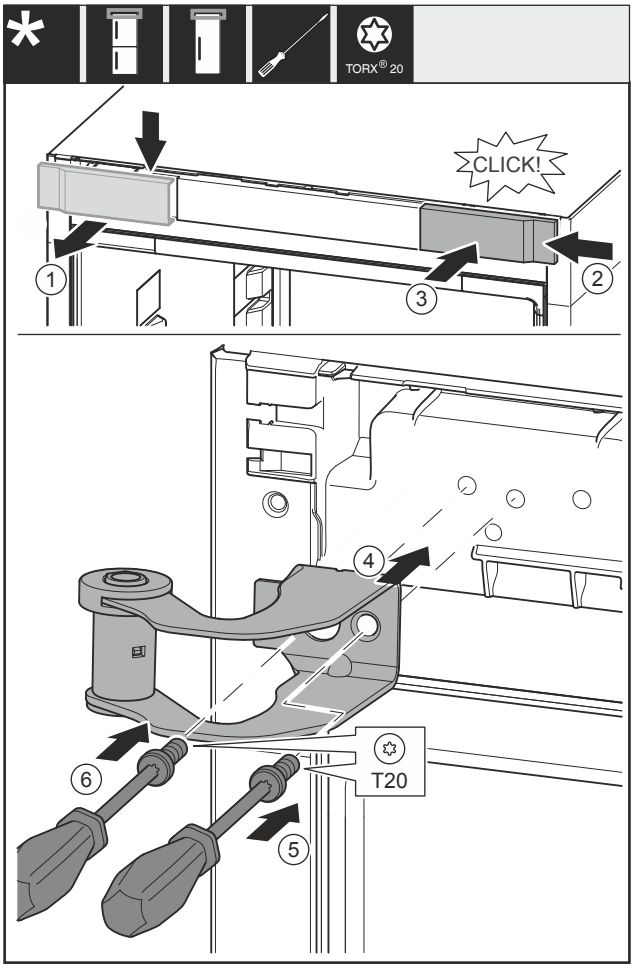

Fig. 12
- ▶ Retire la cubierta *Fig. 12 (1)* de arriba hacia delante.
- ▶ Gire la cubierta *Fig. 12 (2)* 180° y engánchela por el otro lado de la derecha.
- ▶ Encaje la cubierta *Fig. 12 (3)*.
- ▶ Coloque el caballete superior *Fig. 12 (4)*.
- ▶ Apriete el tornillo *Fig. 12 (5)*.
- ▶ Apriete el tornillo *Fig. 12 (6)*.